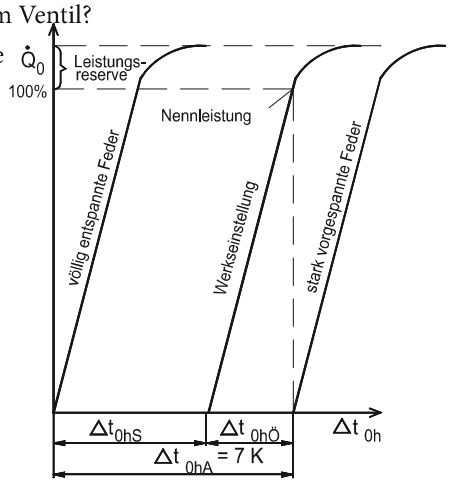

Abb. 1.6 Extreme Veränderung der Werkseinstellung der stat. Überhitzung
27. Erklären Sie die in Abbildung 1.6 dargestellten Einstellungen der statischen Überhitzung an einem TEV und deren Auswirkungen auf das Regelverhalten.